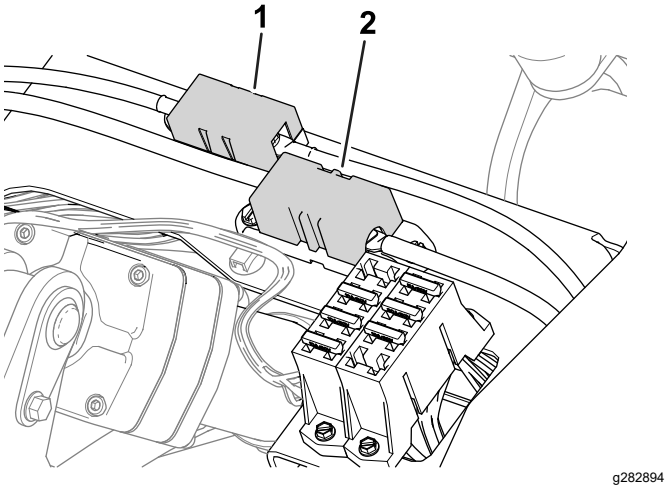

Figur 61
- Generatorns säkringar (100 A) och höger hjulmotor (60 A) sitter under sätet (Figur 61).